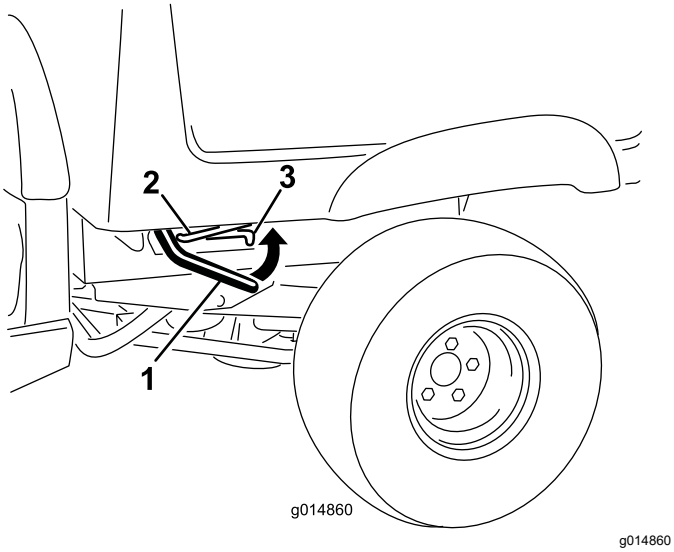

Figura 12
1. Levante la palanca situada en cada lado de la plataforma y eleve la plataforma (Figura 12).
1. Eleve la plataforma de carga un poco tirando hacia arriba de la palanca de enganche (Figura 12).